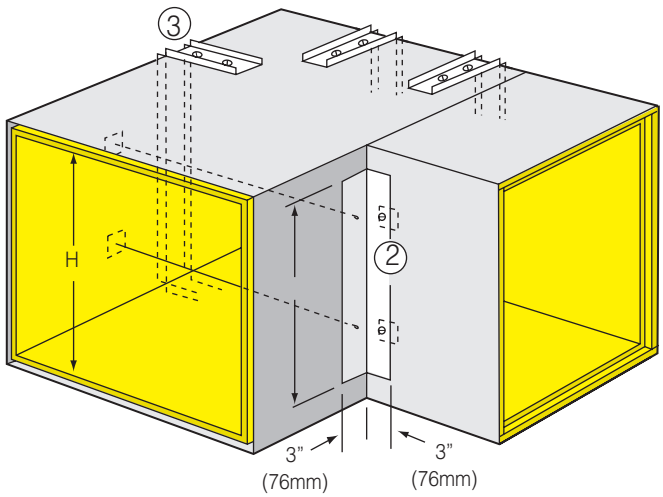

Fig. 5-15B. Sheet metal angle reinforcement at throat, large 90° elbow.
Install 3" (76mm) channel reinforcement on heel panels per ③, Fig. 5-15B, also per Table 5-8 and Fig. 5-13.